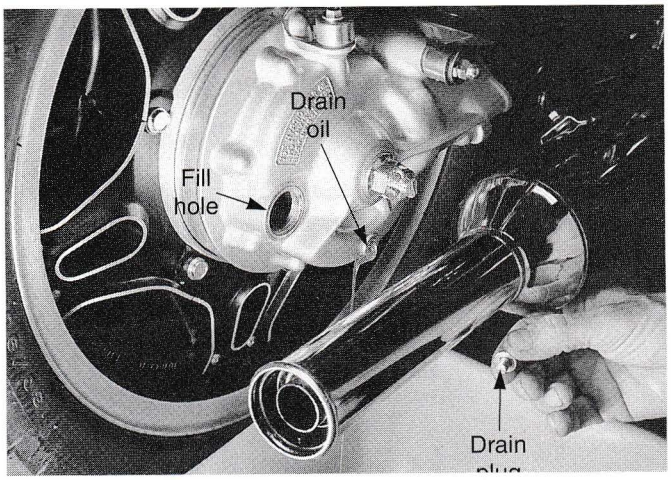

Figure 21-41. Changing a bike's rear drive lubricant is a simple task. Use the small lower hole for draining and the larger upper hole for refilling.
- Changing the lubricant in the rear housing, **Figure 21-41.**